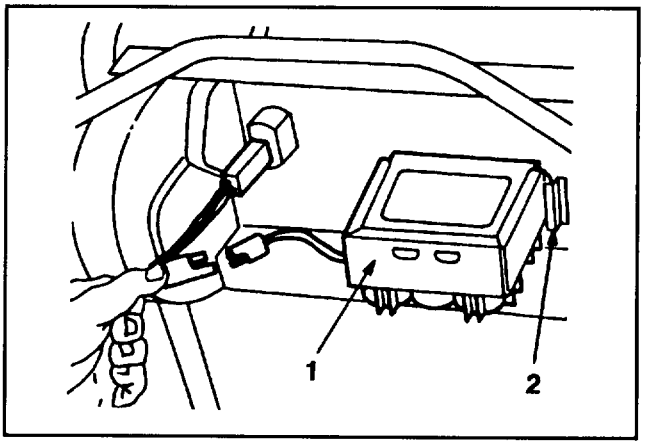

Abbildung 7
1. Siehe Batterieaufladung, Seite 11. Die Batterie mit der Aufkleberseite Richtung Betreiber, zwischen die Haltenuten auf der Rückseite des Schaltkastens schieben (Abb. 7).